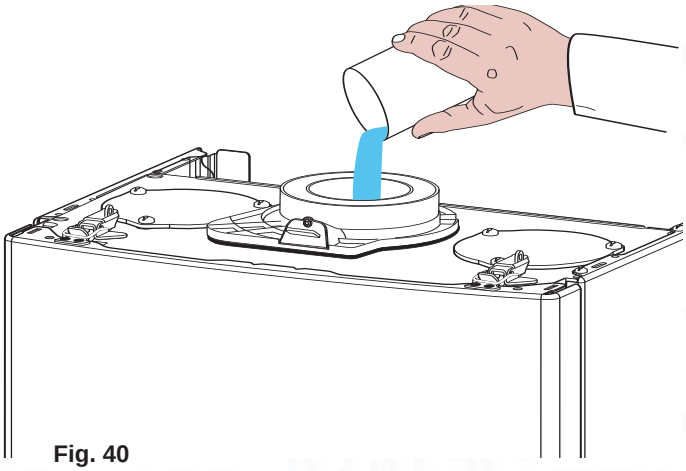

Fig. 40
2. **Fill the condensate trap with water, by pouring ½ litre of water into the exhaust flue connector (see Fig. 40). N.B. In the event of a prolonged period of system shutdown, the condensate trap should be filled before any renewed use. A shortage of water in the trap could possibly lead to a temporary leakage of fumes into the air, until it refills itself;**